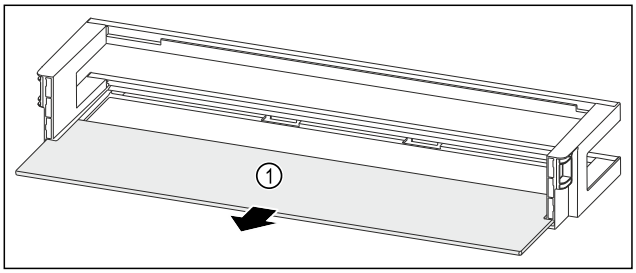

Fig. 56 Dørhylde med hylde
▶ Tag hylden *Fig. 56 (1)* ud.